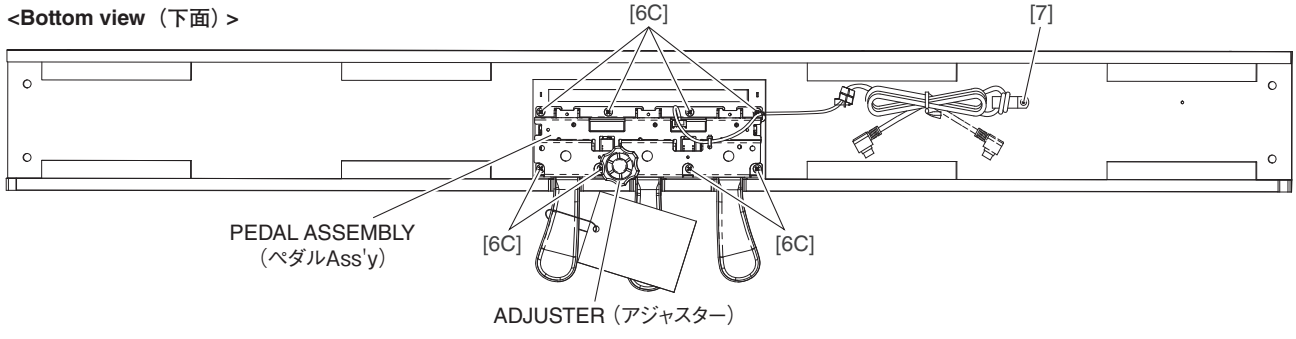

Fig. 13（図13）
20-3 Remove the eight (8) screws marked [6C] and the screw marked [7]. The pedal assembly can then be removed. (Fig. 13)
20-3 [6C] のネジ 8 本と [7] のネジ 1 本を外して、ペダル Ass'y を外します。(図 13)
21-3 Remove the adjuster. (Fig. 13)
21-3 アジャスターを外します。(図 13)